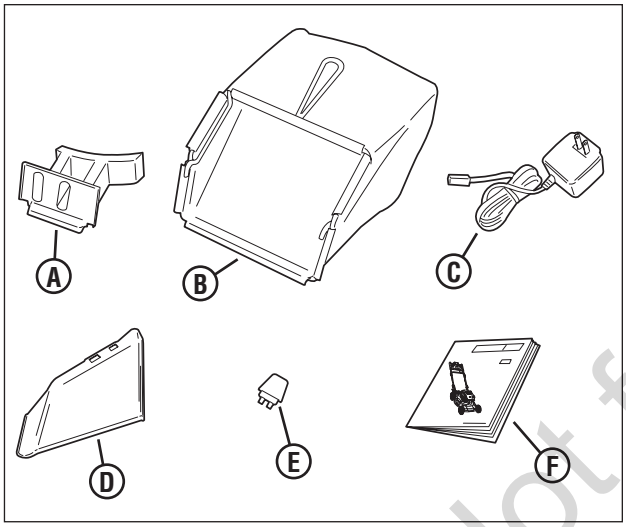

Figure 1 : Articles fournis
- Obturateur de déchiquetage **(A, Figure 1 - installé)**